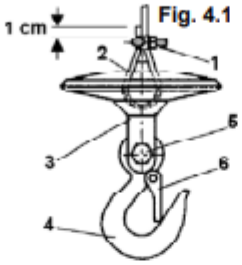

Fig. 4.1
4) Make sure that the load is correctly attached to the hook on the hoist and always close the safety catch (fig. 4.1, 6).
Remove the hook (4) by unscrewing bolt (5) (fig. 4.1).